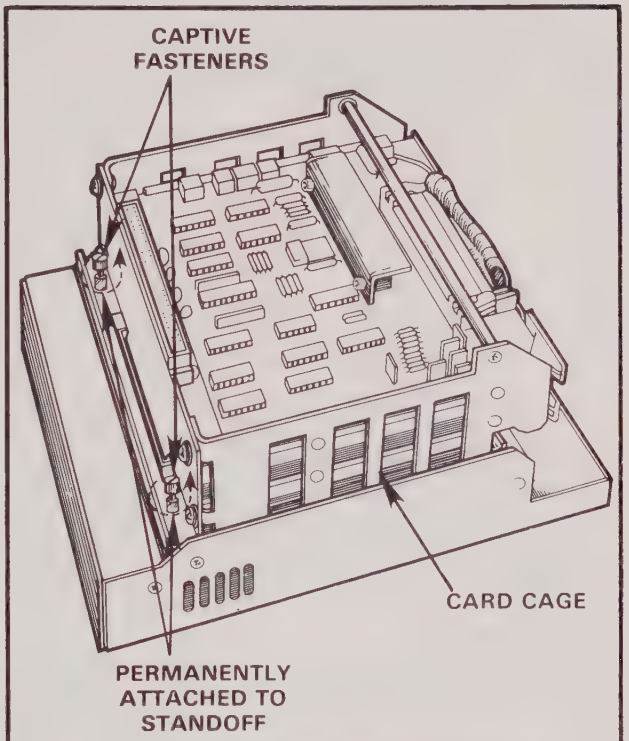

Figure 4-1a) Unscrew Captive Fasteners
3. Unscrew the captive fasteners (figure 4-1a) until they hang loosely; the screws will not separate from their stand offs.